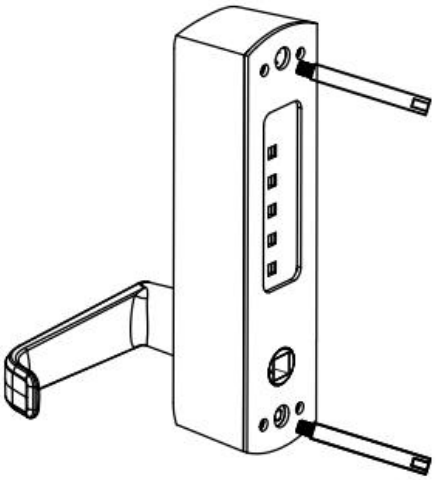

FIG9A
1) Firstly, screw the solid screw into the screw hole of the front panel password lock (refer to Figure 9A). Then, select the corresponding size of square shaft for installation according to the thickness of the door. (Refer to Figure 10)